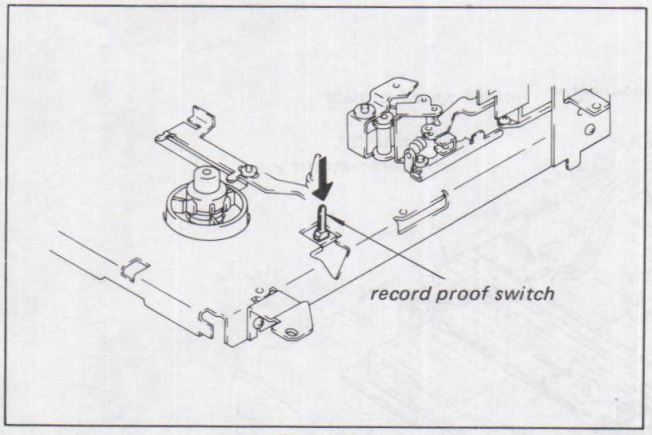

Fig. 1-4.
1) Threading as explained in 1-3-1 and press the record proof switch as shown in Fig. 1-4.